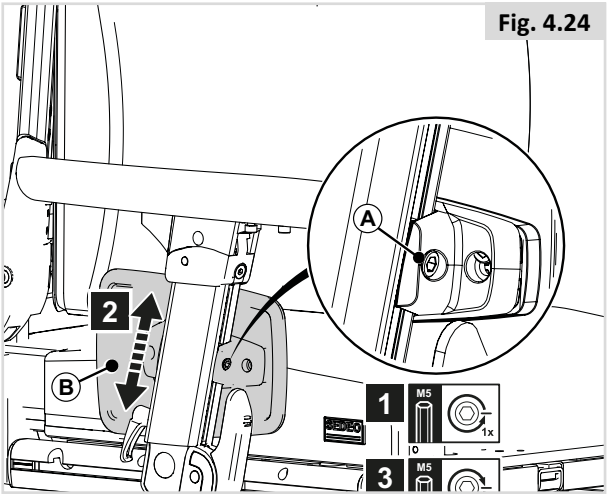

Fig. 4.24
Side guard height (figure 4.24)
In order to reach the rear screw in lower armrest heights, loosen screws (A) of Fig. 4.24 and adjust the angle of the pad first.